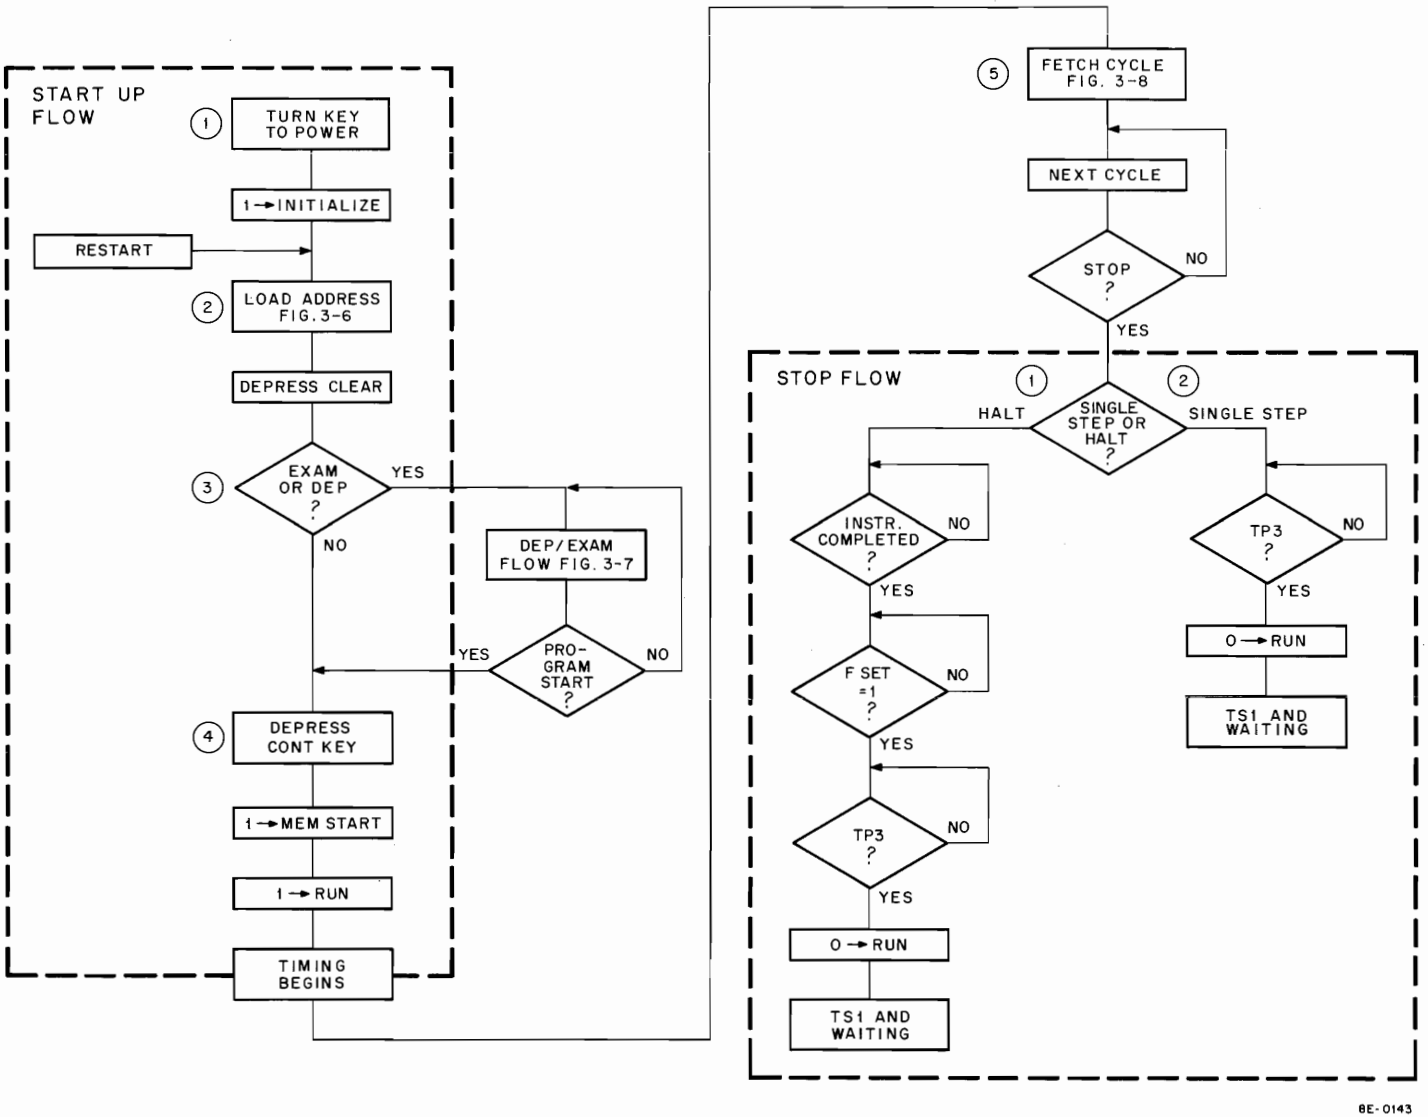

Figure 3-5 Start-Up/Stop Flow Diagram
The following information describes the events of the Start-Up flow diagram illustrated in Figure 3-5. A flow reference keys the flow diagram with the corresponding explanation.
The Stop flow diagram is presented in Figure 3-5. The two methods of manually stopping the processor are indicated as either halt or single step.
(1)	HALT – There are two methods of generating a HALT command: (a) program the HALT instruction (Paragraph 3.9.2), or (b) depress the HALT key as shown in Figure 3-5. The HALT command allows the processor to complete the current instruction; this could take up to three processor cycles (FETCH, DEFER, EXECUTE), depending on the type of instruction being processed when the HALT command is received. At TP3 when F SET L is asserted, signal RUN is made inactive (Paragraph 3.16). Thus, the timing chain is interrupted, and the processor is halted in TS1.
(2)	SINGLE STEP – When the SING STEP key is depressed, the processor halts at the end of the current cycle. Because it does not wait until F SET L is asserted, the processor does not necessarily finish the current instruction. (This is the only difference between halt and single step.)